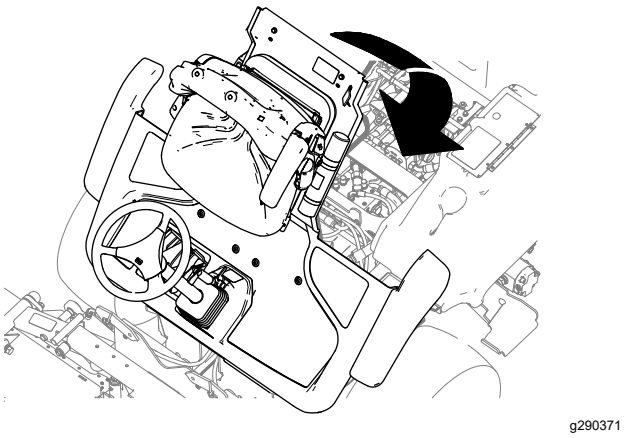

Figur 50
1. Sænk forsigtigt platformen (Figur 50).